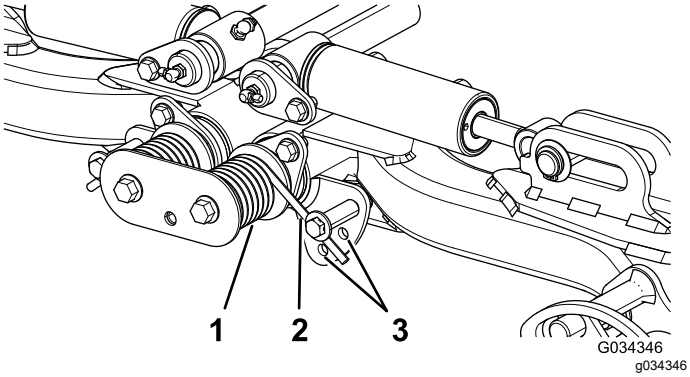

Figur 38
2. Sätt i ett rör eller liknande i den långa fjäderänden för att minska fjädrarnas spänning under justeringen (Figur 38).
3. När du minskar fjädrarnas spänning ska du ta bort skruven och låsmuttern som håller fast fjäderdonet på fästet (Figur 38).